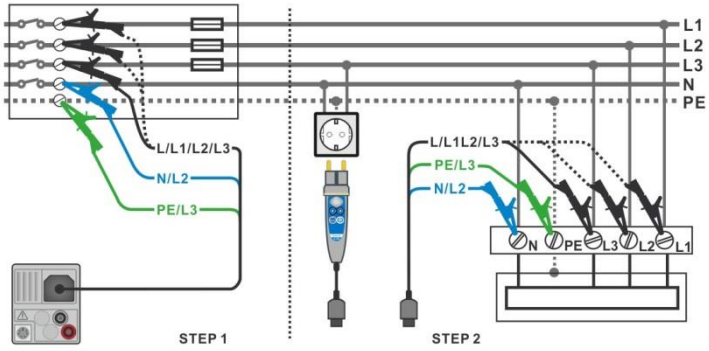

Figure 7.53: Voltage drop measurement – connection of Plug commander and 3-wire test lead
- Connect test leads to the origin of electrical installation, see ***Figure 7.53***.
- Connect test leads or Plug commander to the tested points, see ***Figure 7.53***.